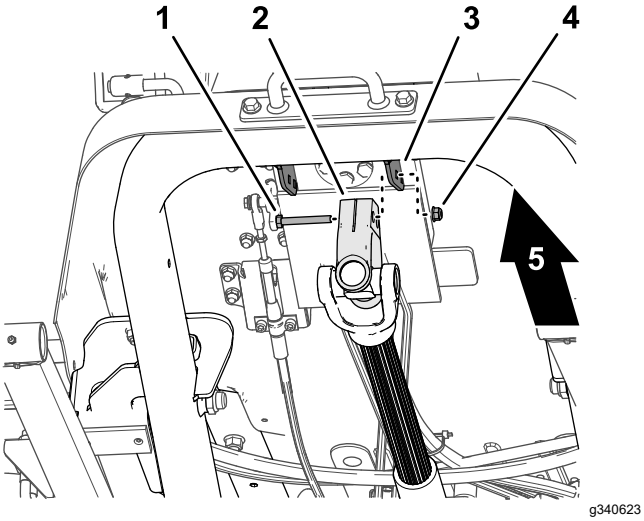

Figura 15
1. Mientras sostiene el árbol de transmisión, retire el tornillo de caperuza y la contratuerca que fijan la horquilla del árbol de transmisión al soporte de montaje de la válvula de dirección (Figura 15), y baje con cuidado el árbol de transmisión.